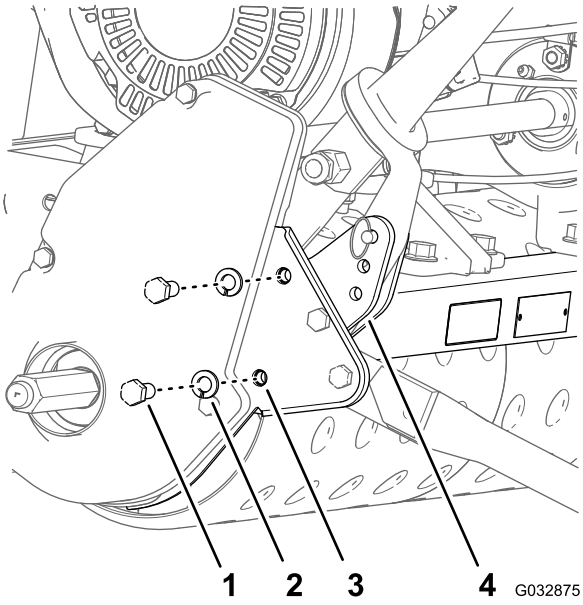

Figure 6
8. Retirez les 2 boulons (3/8 x 7/8 po) et les 2 rondelles frein (3/8 po) qui fixent la plaque latérale gauche à la plaquette extérieure du cadre arrière de la machine (Figure 6).